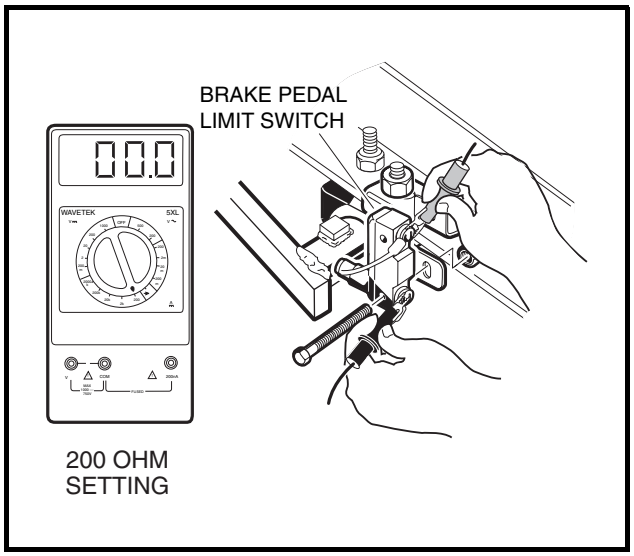

Figure 11-55 Check Brake Pedal Limit Switch Circuit
2. Using a multimeter set to 200 ohms, and with alligator clips on the multimeter probes, place the probes onto the two terminal screws securing the green/white and red/white wires to the limit switch located under the floorboard **(Figure 11-55, Page 11-51)**.